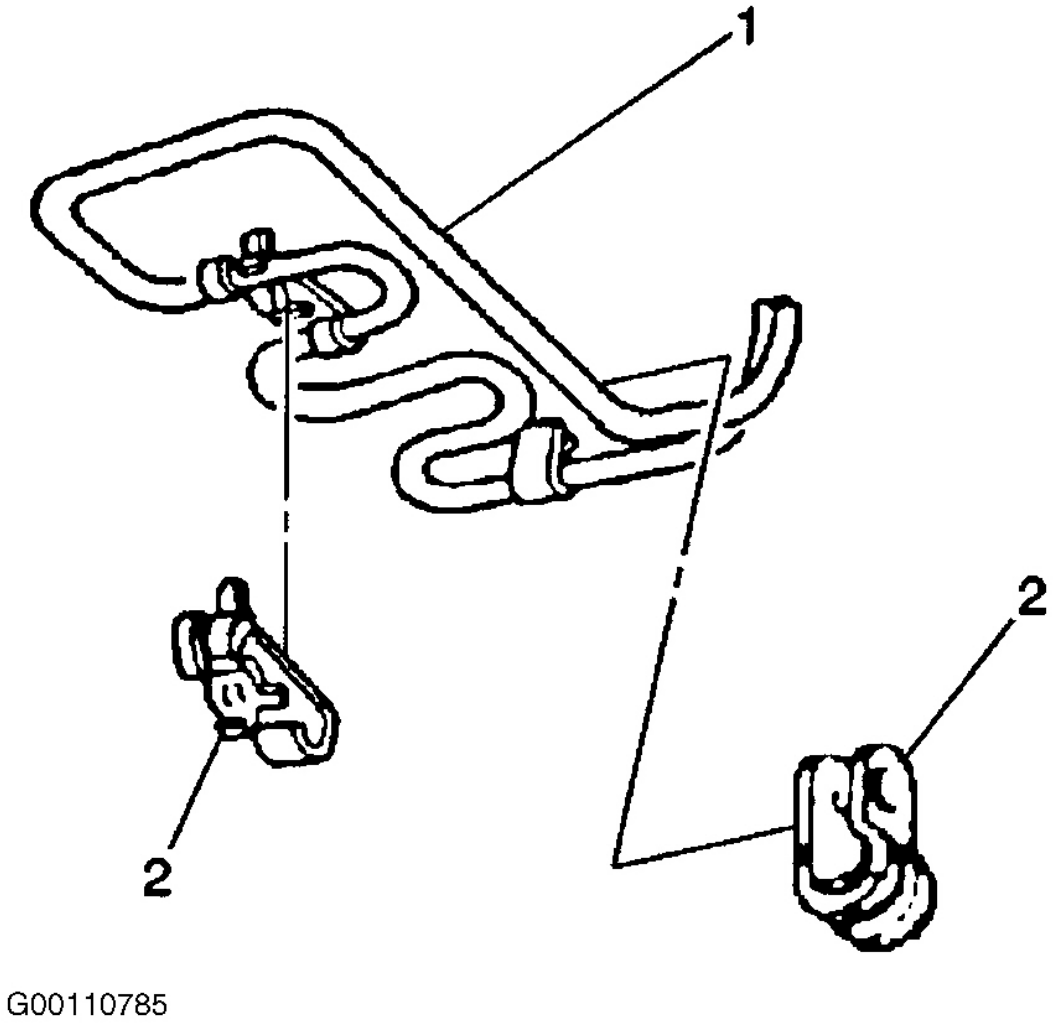

Fig. 3: Removing Power Steering Cooler Pipe
2. Remove clamp holding power steering return line to power steering gear. Remove power steering cooler pipe retaining bolts from frame. Remove power steering cooler pipe from frame. See **Fig. 3** .